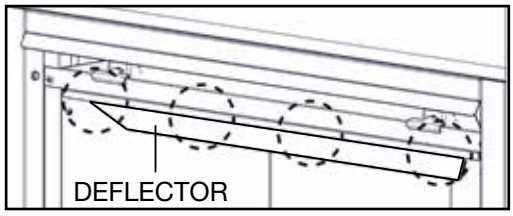

Fig. 1
C. To ease assembly, remove the four hex head screws securing the deflector from inside the top front of the firebox **(Fig. 1)**.